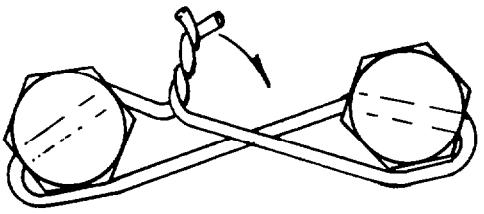

Fig. 334 — Lock-wiring Bolts
j. Mount the assembly in a soft jawed vice and torque the retaining bolts to 136 - 163 Nm (100 - 120 lb.ft), then wire the heads of the retaining bolts together in pairs (see fig. 334).
a. Install a new seal into the through shaft bearing cover, as shown in fig. 334, then temporarily set it aside.